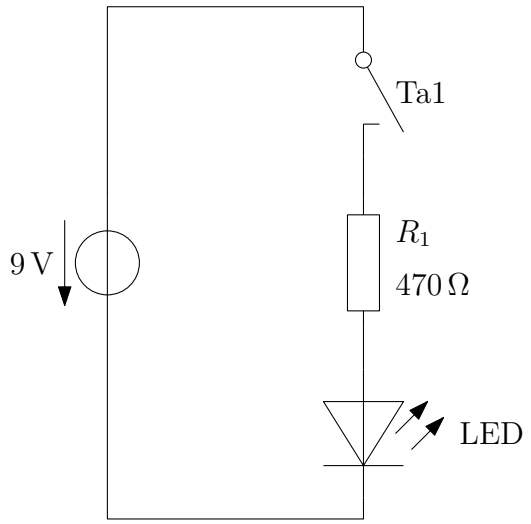

Abbildung 2.1: Experiment – LED mit Vorwiderstand
**Versuchsaufbau und -durchführung** Bauen Sie die Schaltung nach Abb. 2.1 auf dem Steckbrett auf. Beachten Sie, dass die LED richtig herum angeschlossen ist. Die Kathode muss mit dem Minuspol der Batterie verbunden werden. Man erkennt die Kathode an dem kürzeren Anschlussbeinchen und dem abgeflachten Gehäuse, siehe Seite 15. Achten Sie außerdem darauf, dass Sie den Taster nicht versehentlich um 90° verdreht einbauen, siehe Seite 10.